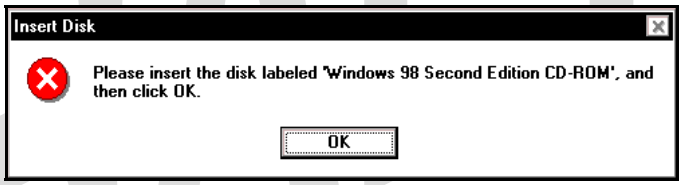

Figure 9. Windows 98 SE
6. **Windows 98 SE:** Remove the Westell CD from the CD-ROM Drive. Next, insert the Windows operating system CD into the CD-ROM Drive (Figure 9). Click **OK.**